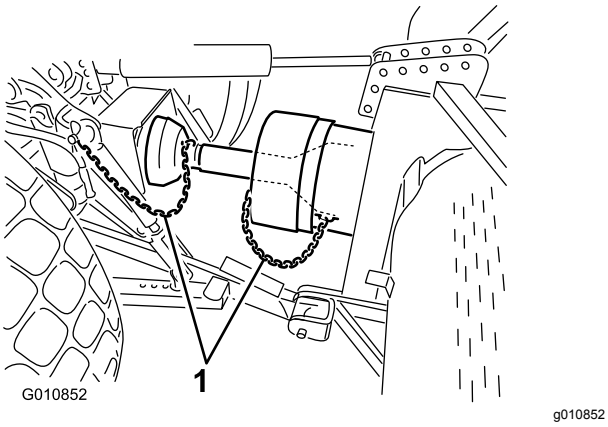

**Figur 25**
6. Koble verneplatenes sikkerhetskjettinger til kraftuttaksskjermen og trekkenhetbraketten (Figur 25). Påse at kjettingene er løse når du hever og senker luftemaskinen.